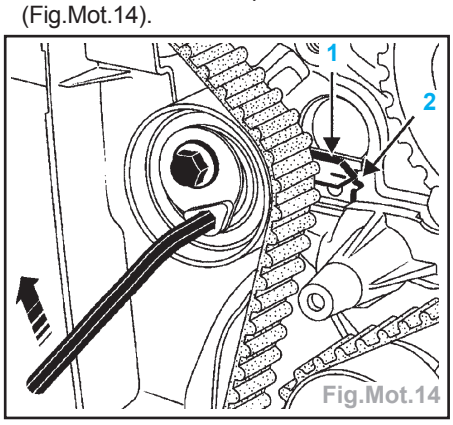

Fig.Mot.14
- Desserrer d'un tour maximum la vis du galet tendeur tout en le maintenant à l'aide d'une clé six pans de 6 mm, puis ramener progressivement l'index mobile (1) (en tournant la clé dans le sens horaire) au milieu de la fenêtre de calage (2) et serrer l'écrou au couple de 2,5 daN.m (Fig.Mot.14).